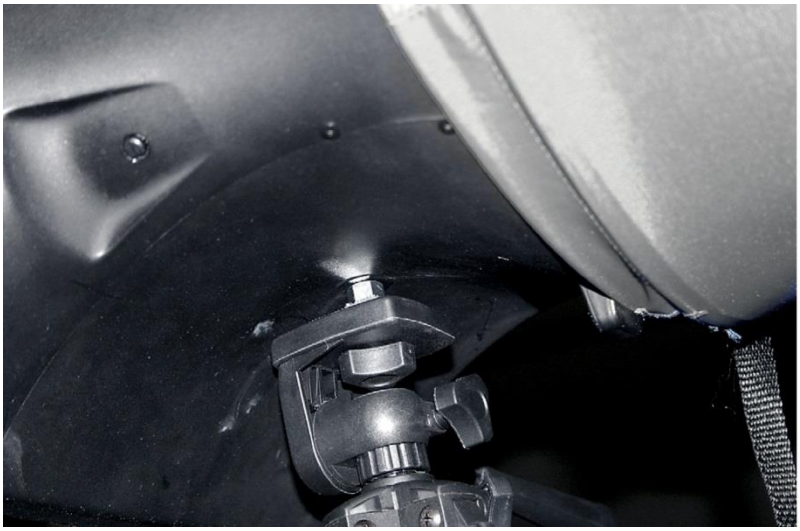

Figure 27: Mount Hood Base to Telescopic Stand
4. Mount the capture hood base to the telescopic stand by fastening the screw on the telescopic stand to the threaded insert mounted on the base opposite the display/manometer (see Figure 27~~Figure 27~~).